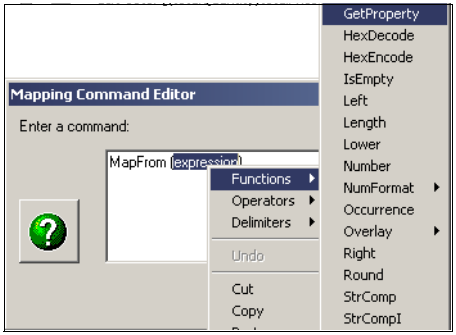

Figure 18-20 Using GetProperty function
4. Highlight the expression value that is passed as a parameter to the MapFrom() function, right-click and select **Functions** → **GetProperty()** (Figure 18-20 on page 605).